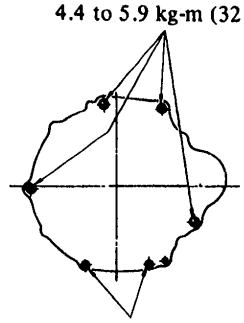

Fig. MT-52 Tightening torque
3. Tighten bolts securing transmission to engine to specifications. See Figure MT-52.